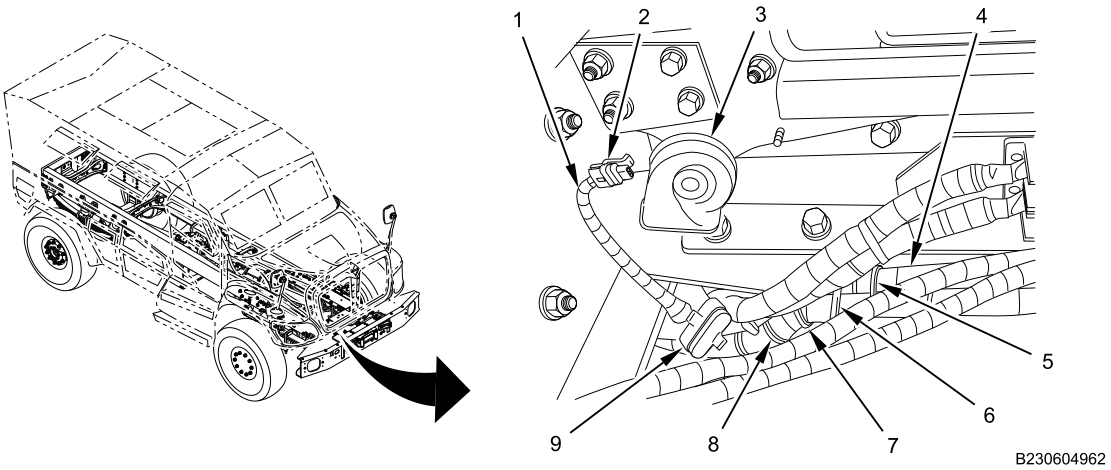

Figure 8. Right Horn.
14. Remove and discard four cable lock straps (Figure 8, Item 5, 6, 7 and 8) fastening forward chassis harness (Figure 8, Item 4) together.
15. Disconnect connector (Figure 8, Item 2) of harness (Figure 8, Item 1) from right horn (Figure 8, Item 3).
16. Separate ground adapter #2 (Figure 8, Item 9) from surrounding harnesses.